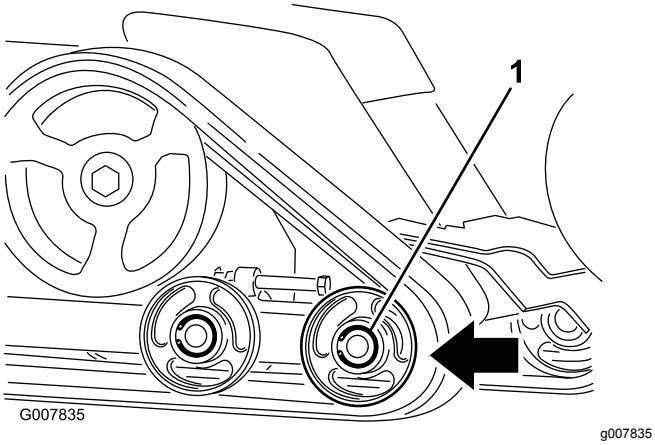

**Figuur 49**
6. Druk het voorste wegwiel zo ver mogelijk naar achteren (Figuur 49).
8. Neem de rupsband van de machine als de band van het wegwiel gelopen is (Figuur 49).
9. Begin bij de kettingwielaandrijving als u de nieuwe rupsband rond de aandrijving plaatst. Controleer of de aansluitpunten van de rupsband tussen de afstandsstukken op de aandrijving passen (Figuur 49).
10. Duw de rupsband onder en tussen de voorste en middelste wegwielen (Figuur 49).